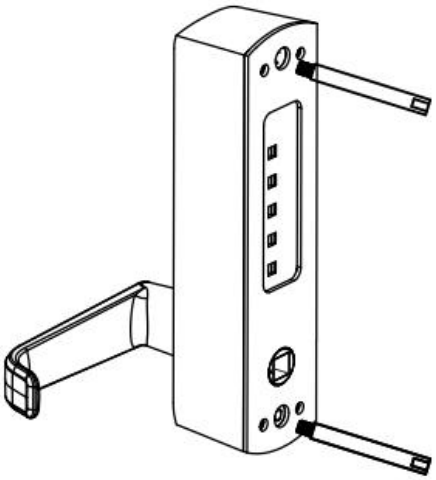

FIG9A
1) Draai eerst de massieve schroef in het schroefgat van het cijferslot op het voorpaneel (zie afbeelding 9A). Kies vervolgens de juiste maat vierkante as voor de installatie, afhankelijk van de dikte van de deur. (Zie afbeelding 10)